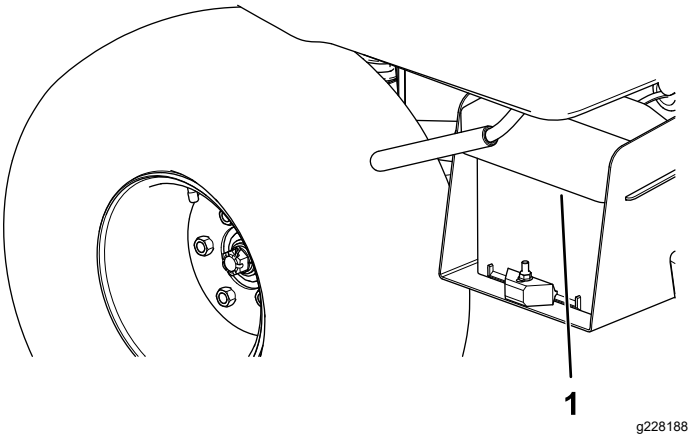

Figura 4
1. Aperte a tampa da bateria para libertar as patilhas da base da bateria (Figura 4).
2. Retire a tampa da bateria da base (Figura 4).
6. Alinhe a tampa da bateria na base da bateria (Figura 4).
7. Aperte a tampa da bateria, alinhe as patilhas com a base da bateria e solte a tampa (Figura 4).